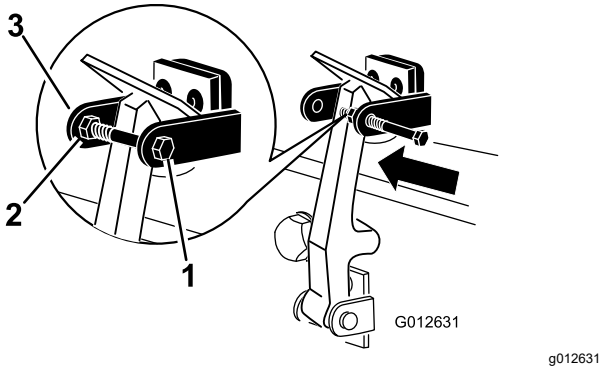

**Figuur 7**
8. Monteer de bout in de andere arm van de motorkapvergrendeling om de sluiting te vergrendelen (Figuur 7). Draai de bout vast, maar de moer niet.